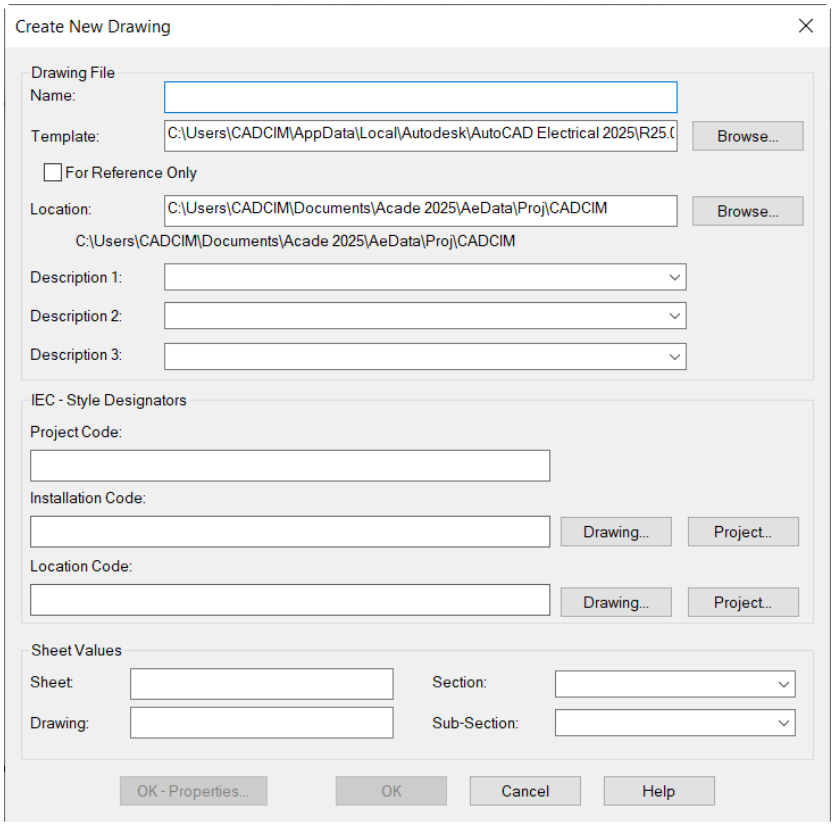

Figure 2-64 *The* ***Create New Drawing*** *dialog box*
1. In the **PROJECT MANAGER**, choose the **New Drawing** button; the **Create New Drawing** dialog box is displayed, as shown in Figure 2-64.